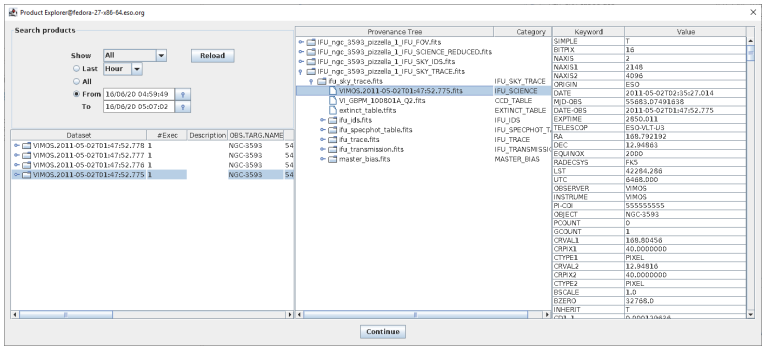

Figure 3.4: *The Product Explorer shows all datasets reduced in previous executions together with the full reduction chain for all the pipeline products.*
9. Once the reduction of all datasets has finished, a pop-up window called *Product Explorer* will appear, showing the datasets which have been reduced together with the list of final products. This actor allows the user to inspect the final data products, as well as to search and inspect the input data used to create any of the products of the workflow. Figure 3.4 shows the Product Explorer window. A full description of the *Product Explorer* will be presented in Section 6.3.5.